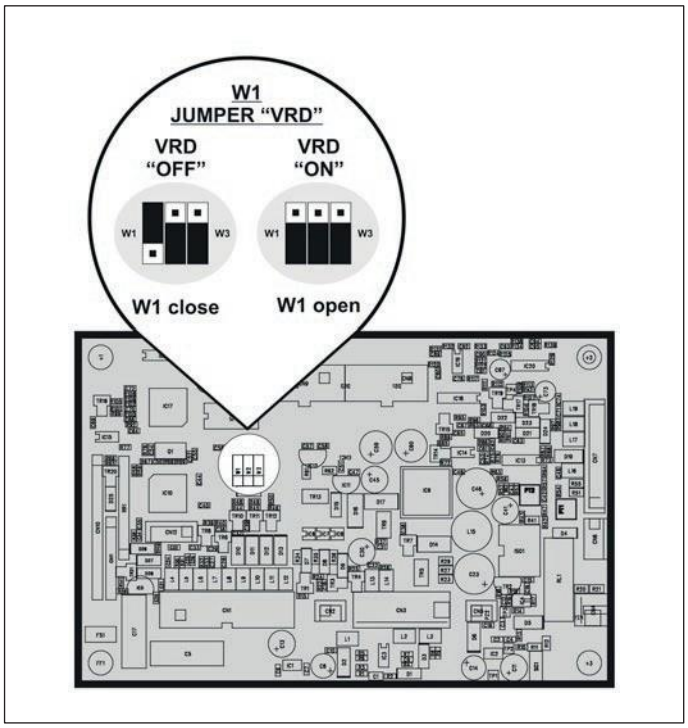

Bild 8
2) Den auf der PLATINE DIGITALSCHNITTSTELLE vorhandenen JUMPER W1 richtig positonieren, hierzu die Angaben in Bild 8 beachten.